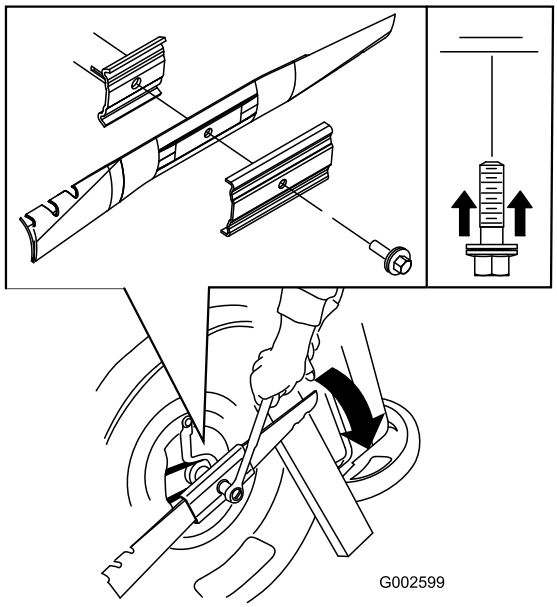

Figuur 38
3. Gebruik een blok hout om het mes stil te houden (Figuur 38).
4. Verwijder het mes en bewaar alle bevestigingselementen (Figuur 38).
5. Monteer het nieuwe mes en alle bevestigingselementen (Figuur 38).